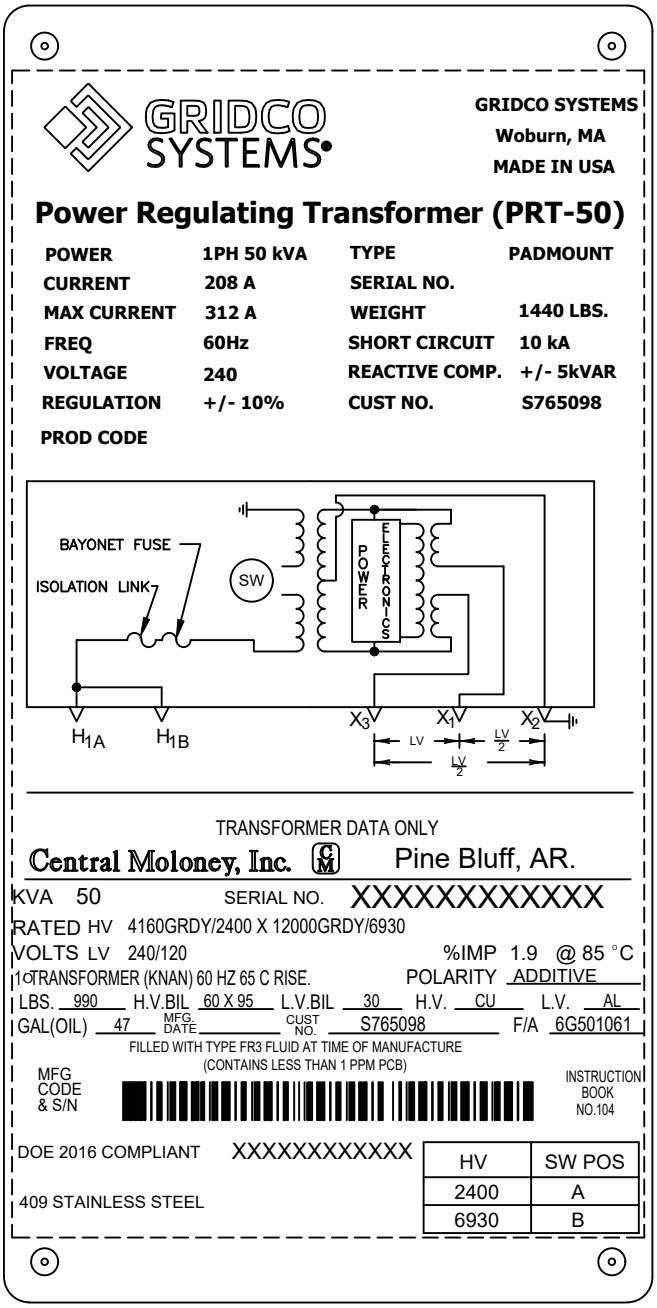

FIGURE 1
A. LOAD VOLTAGE REGULATION RANGE IS +/- 10 PERCENT AT 208 AMPS AT 100 PERCENT CAPACITY. SEE FIGURE 1.